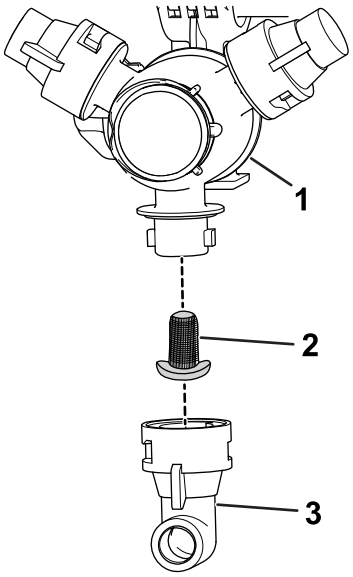

Figura 52
2. Retire o bico da cabeça de pulverização (Figura 52).
3. Retire o filtro do bico (Figura 52).
5. Instale o filtro do bico (Figura 52).
6. Instale o bico na cabeça de pulverização (Figura 52).